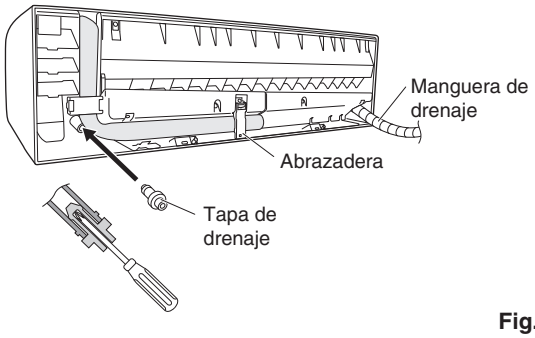

Fig. 3-30
(d) Vuelva a fijar la manguera de drenaje al lado izquierdo y la tapa de drenaje en el lado derecho. (Fig. 3-30)
(3) Instale la unidad interior en el panel posterior.
(4) Conecte el tubo y el cableado en el interior desde el exterior.
(5) Tras realizar una prueba de fugas, fije el grupo de tubos con cinta blindada y guárdelo en el interior de la zona de almacenamiento de tubos ubicada en la parte posterior de la unidad interior y fíjelo con abrazaderas. (Figs. 3-30 y 3-32)